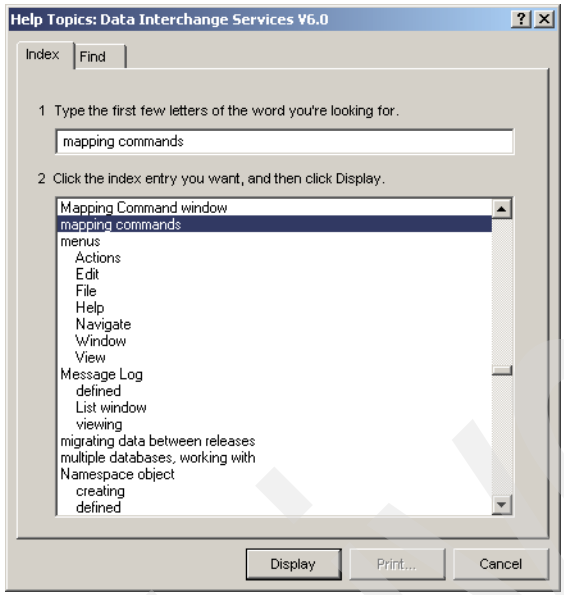

Figure 15-31 Help window
3. Enter `mapping commands` as the search parameter (Figure 15-31).